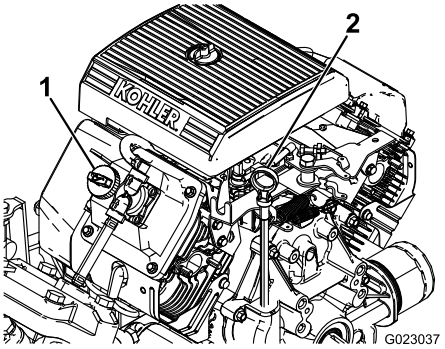

**Figura 43**
2. Remova a vareta de nível e limpe-a com um pano limpo (Figura 43). Insira a vareta de nível no tubo e certifique-se de que está totalmente encaixada. Remova a vareta de nível e verifique o nível de óleo.
3. Se o nível de óleo estiver baixo, remova a tampa de enchimento da tampa da válvula (Figura 43) e despeje óleo na abertura até que o nível de óleo atinja a marca FULL na vareta de nível. Adicione o óleo lentamente e verifique o nível frequentemente durante este processo. Não exceda a capacidade.
8. Despeje lentamente aproximadamente 80% da quantidade especificada de óleo no tubo de enchimento de óleo (Figura 43).